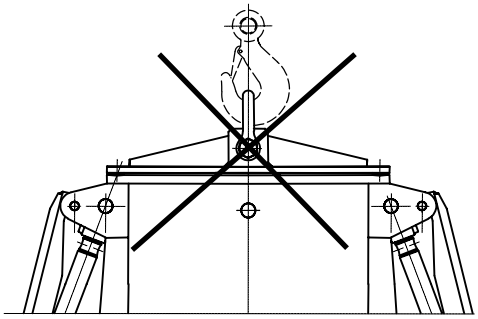

Fig. 1
When you want to take advantage of the whole hall to make the most of storage, frequently the orange peel grab or grab is directly installed in the eye (Fig. 1).
This suspension system, Fig. 1, must therefore be rejected.
- Number of chain links. Figures 1, 2 or 3.